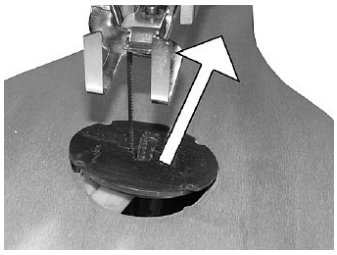

Fig. 10 : Retirer le couvercle
2. Retirez le couvercle de la table (figure 10).